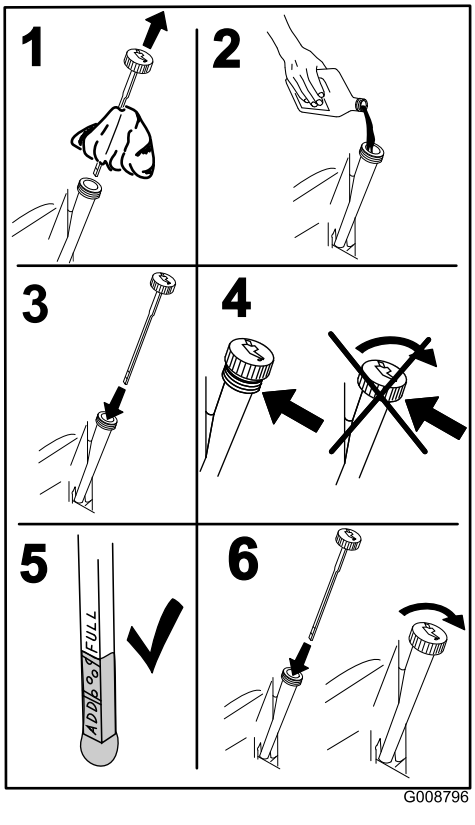

**Figur 40**
4. Fjern målepinden, og tør den af med en ren klud (Figur 40).